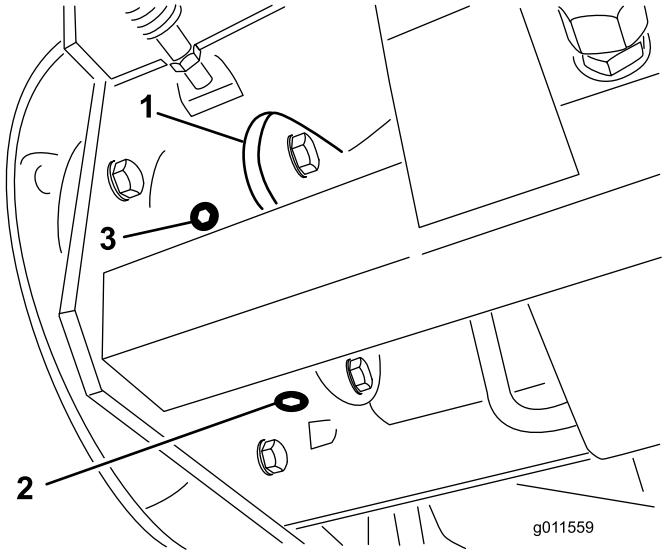

Figura 64
6. Coloque un recipiente debajo del alojamiento del freno en el otro lado de la rueda (Figura 64).